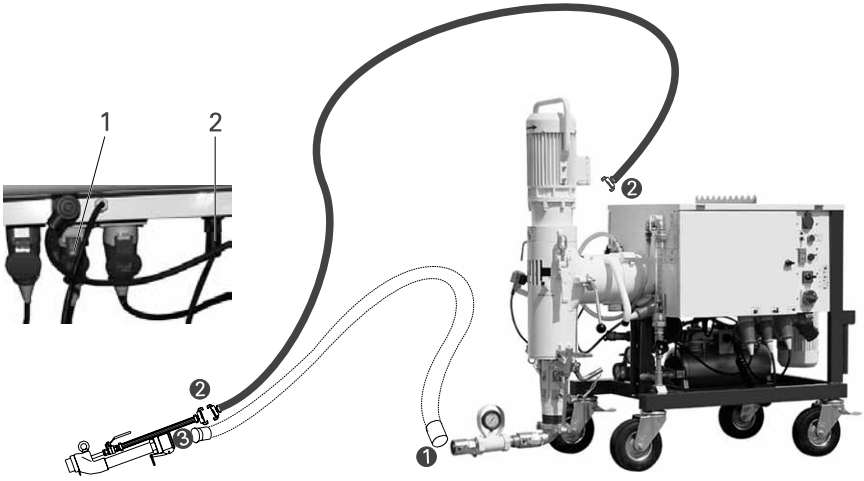

Рис. 14: Разъемы при использовании цемент-пушки
- Надежно подсоедините шланг подачи раствора к патрубку или разъему манометра (рис. 14/15/17, ❶). Для соединения шлангов подачи раствора DN25 необходимо использовать переходник V35/V25
- Подключение компрессора к разъему (рис. 14, 1)
- Подсоедините управляющий кабель датчика давления к разъему “воздух” в распределительном шкафу (рис. 14, 2) и датчику давления “воздух”
- Подключить пневмошланг цемент-пушки к разъему GEKA (рис. 14, ❷)
- Подсоединить шланг подачи раствора к цемент-пушке (рис. 14, ❸)